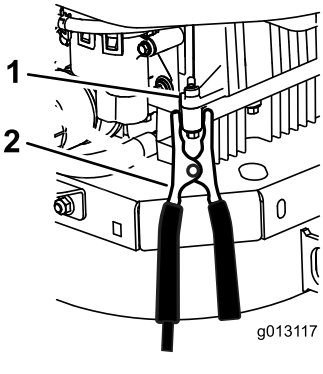

**Figur 50**
6. Foretag den sidste tilslutning på **motorblokken** (ikke på batteriets minuspol) på maskinen med det afladede batteri væk fra batteriet, og træd tilbage (Figur 50).